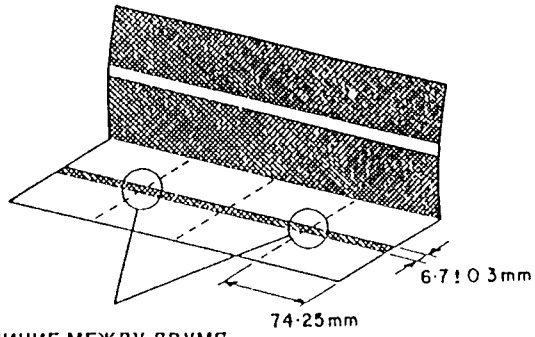

Рис. 4. Измерение линии смещения
7. [illegible]ьте [illegible]у ли[illegible]ещен[illegible]двух[illegible]ах (с[illegible]те Рис. 4). Ширина линии должна составлять 6,7 +/- 0,3 мм, а разница ширины в двух точках измерения не должна превышать 0,5 мм.